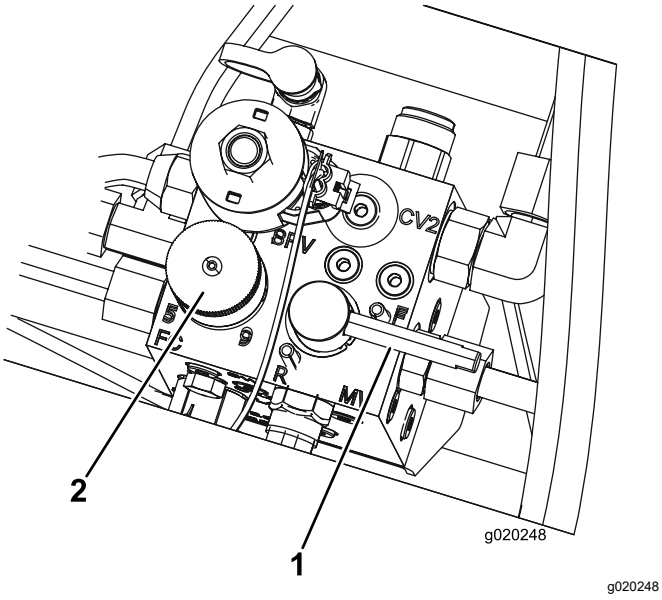

**Figur 101**
3. Flytta slipningsspaken till läge F (klippning) (Figur 101).